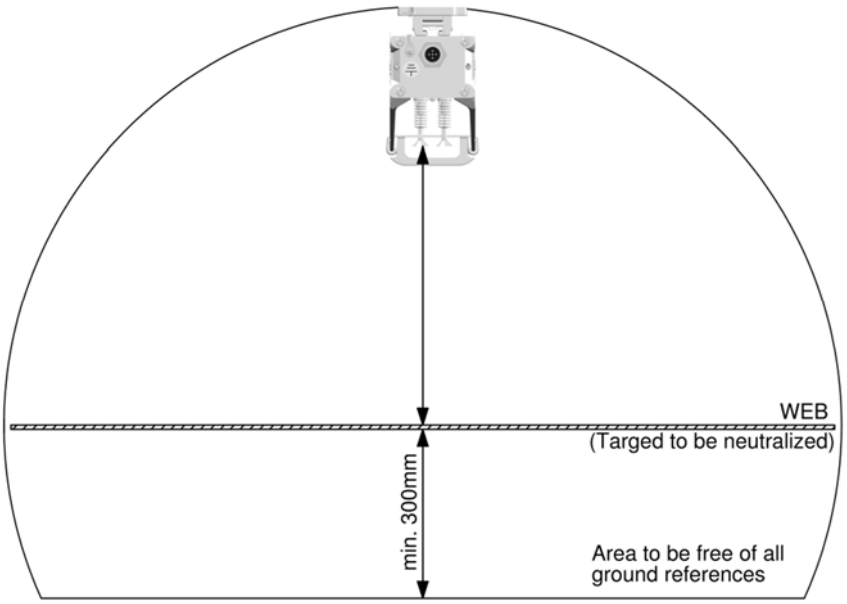

Afbeelding 5
- **Om optimale resultaten te verkrijgen, moet de ionisatiestaaf worden gemonteerd zoals aangegeven in Afbeelding 5.**